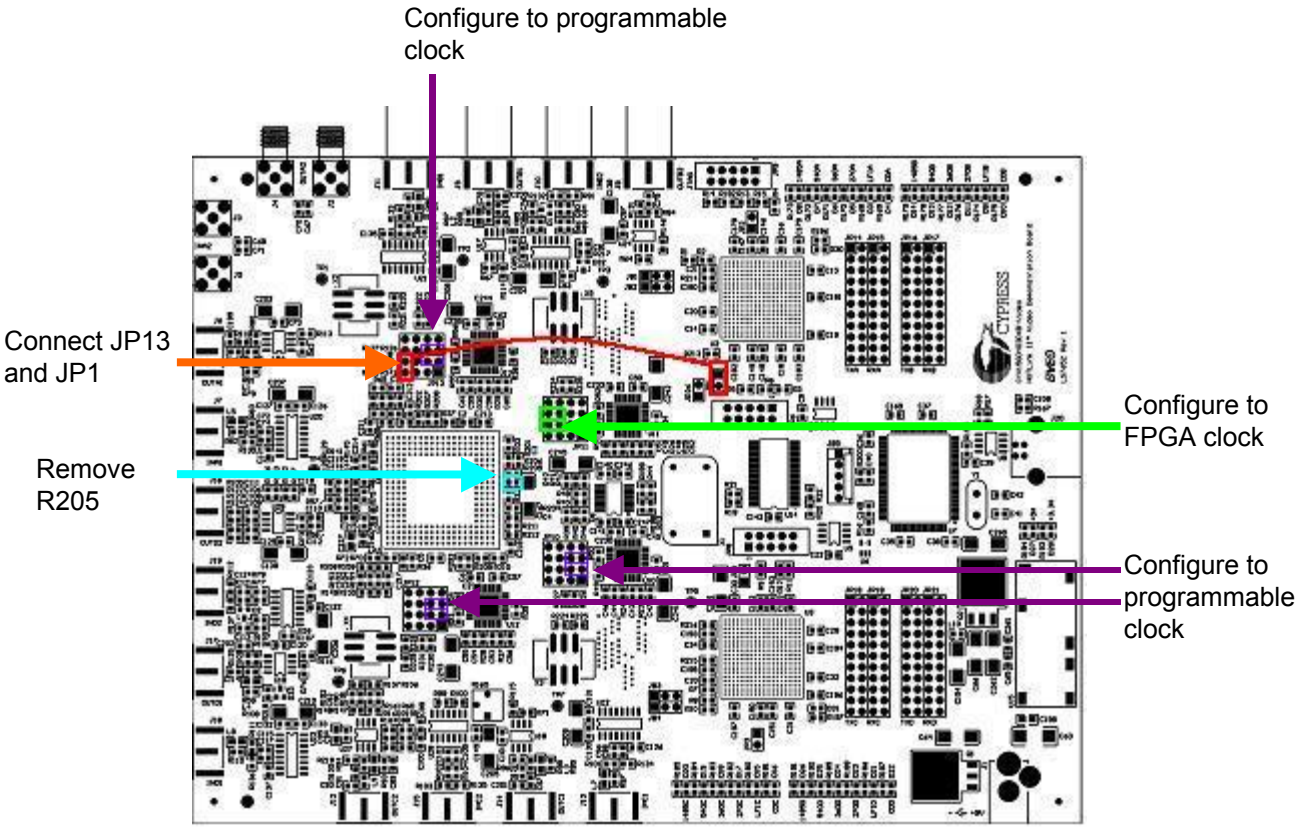
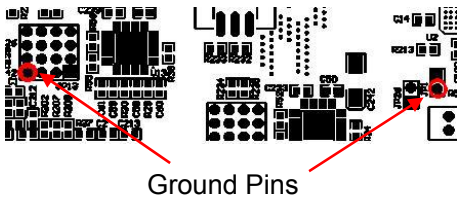

Figure F-2. Upconversion Board Modifications
Figure F-3. Ground Pin Location
1. Connect JP13 (FCLKB+) and JP1 (RXCLKA+) as indicated in *Figure F-2*. Refer to *Figure F-3* for location of the ground pins.